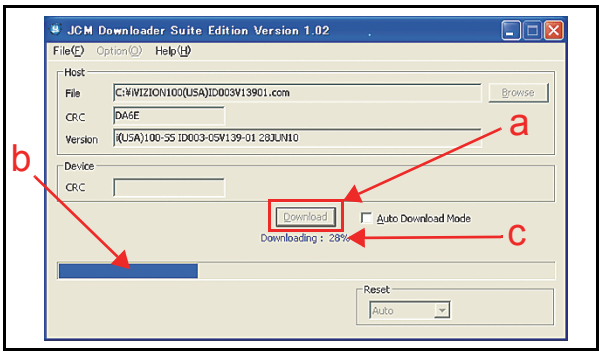

Figure 6-28 Download Progress Screen 2
9. When the "JCM Downloader Suite…" Screen re-appears, Mouse-click on the center "Download" Screen Button (See Figure 6-28 a) to begin the Software download into the iVIZION® Unit. The Download Screen will display a Progress Barograph during the download operation (See Figure 6-28 b), and a Blue Text Line below the Download Screen Button will display the download Percentage as "Downloading : XX%" (See Figure 6-28 c). The Status LED will alternately light Green and Red.